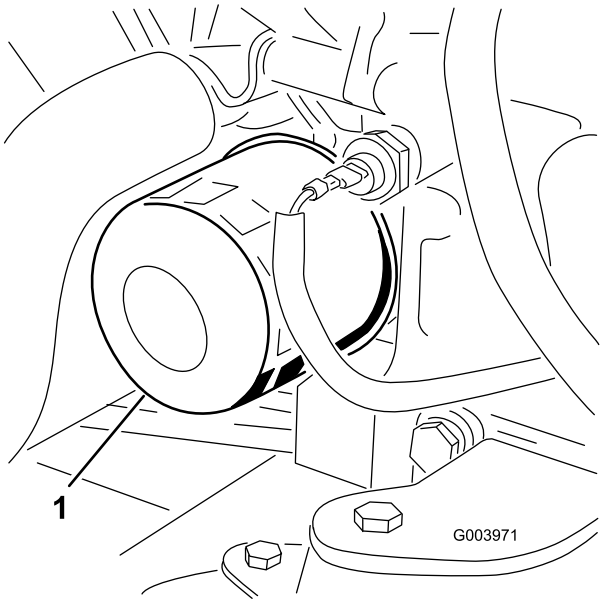

Figur 58
3. Avlägsna oljefiltret (Figur 58).